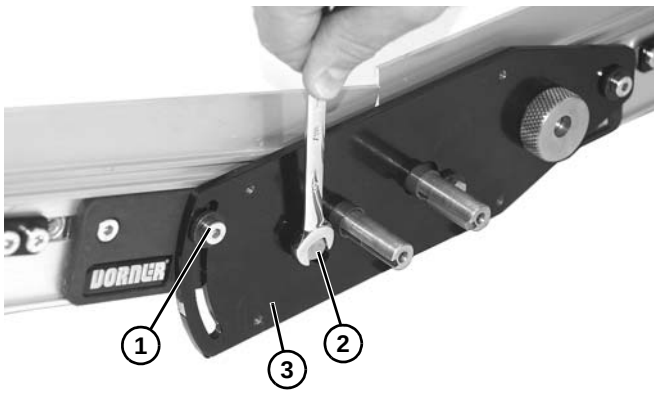

Figure 19
7. Installer la vis **(Figure 19, élément 1)**. Régler l'angle du convoyeur et serrer. Répéter sur le côté opposé.
8. Installer la rondelle et la vis **(Figure 19, élément 2)** de la plaque d'entraînement esclave **(Figure 19, élément 3)**. Répéter sur le côté opposé.